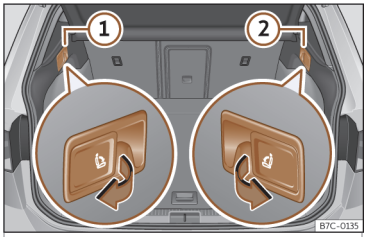

Fig. 103 En el maletero: palancas para desbloqueo a distancia de las partes izquierda ① y derecha ② del respaldo trasero.
• Tire de la palanca de desbloqueo ››› **fig. 103** de la parte del respaldo que desee abatir.